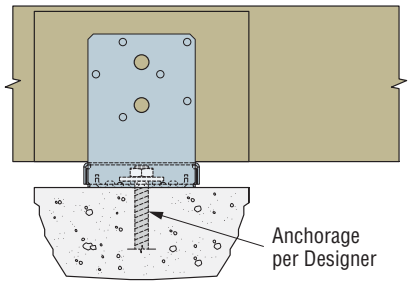

Figure 4 — ABU with Beam Installation
- For applications involving the use of a post base to support a wood beam, refer to engineering letter L-C-ABUBEAM at **strongtie.com**. (Figure 4)